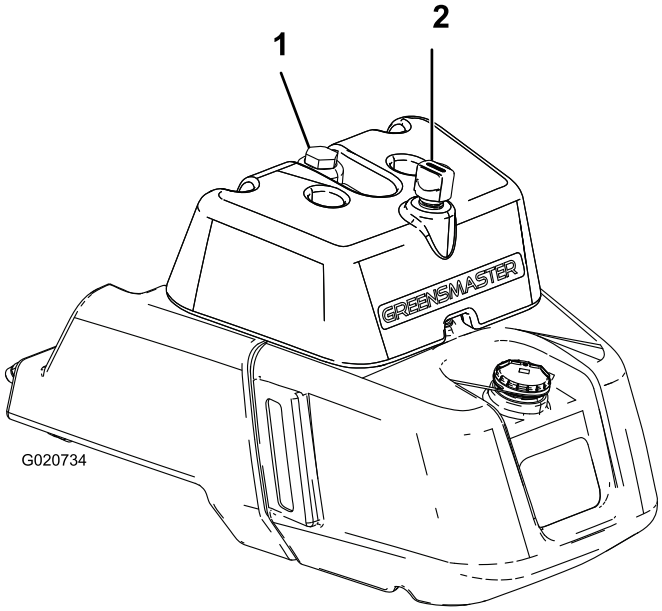

**Figur 24**
2. Ta lokket av tanken (Figur 24).